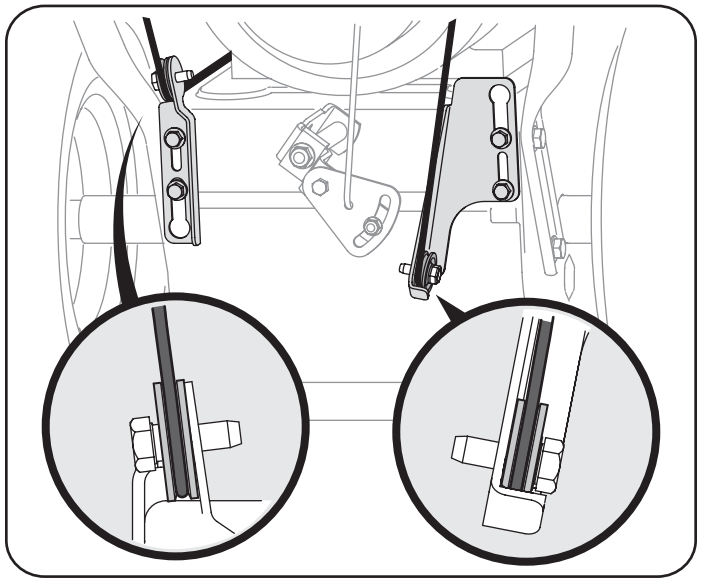

Figura 2
2. Retire el pasador de chaveta, la tuerca de mariposa y el tornillo hexagonal del cabezal de control del canal, y el pasador de horquilla y el pasador de chaveta con unión curva de la ménsula de soporte del canal. Vea la Figura 2.
4. Apriete el disparador de la palanca de control y gire el canal manualmente para que mire hacia adelante. Los orificios en la entrada del control del canal estarán mirando hacia arriba. Consulte Figura 2.